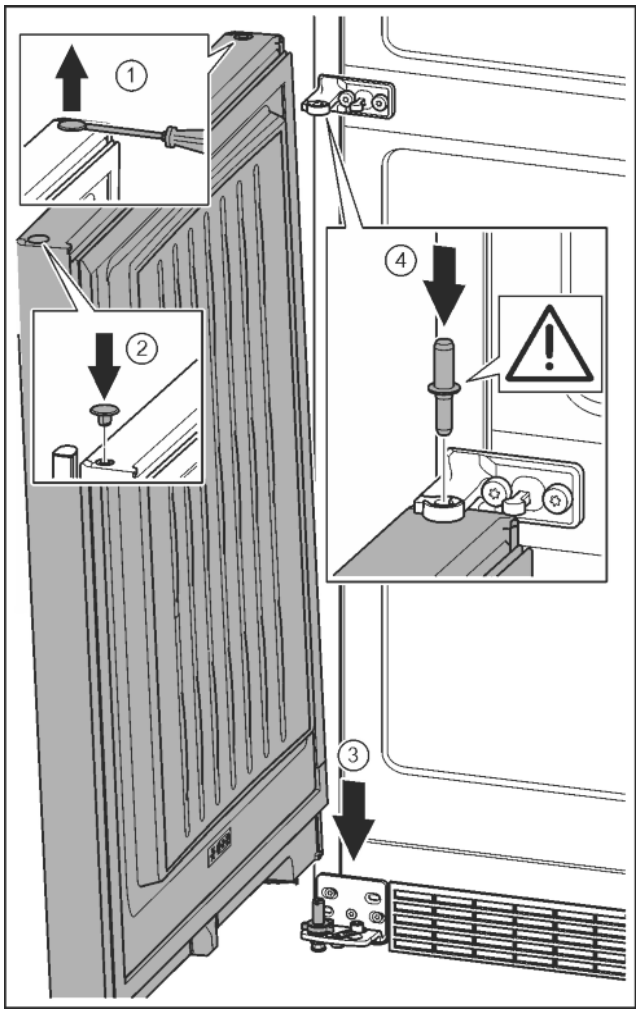

Fig. 23
- ▶ Осторожно приподнять шлицевой отверткой заглушку и извлечь ее. *Fig. 23 (1)*
- ▶ Заглушку снова вставить с другой стороны. *Fig. 23 (2)*
- ▶ Установить дверь сверху на нижний опорный палец. *Fig. 23 (3)*
- ▶ Вставить средний опорный палец через средний опорный кронштейн в нижнюю дверь. При этом следить за тем, чтобы выступ фиксатора был направлен назад. *Fig. 23 (4)*